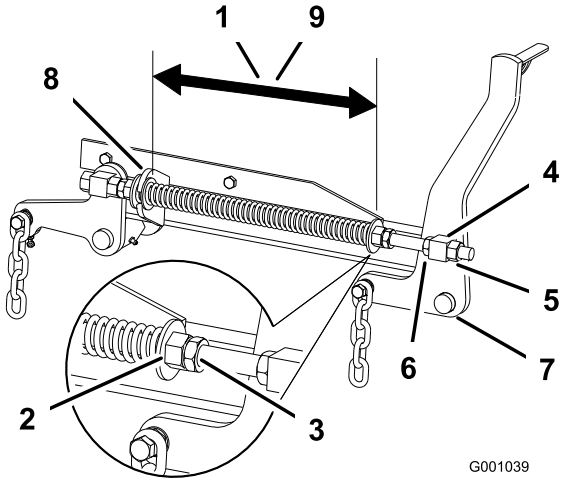

Figur 74
2. Kontrollera avståndet mellan de två stora brickorna. Det måste vara 28,2 cm för klippdäck på 52 tum och 26,7 cm för klippdäck på 60 tum (Figur 74).
3. Justera det här avståndet genom att lossa fjäderkontramuttern och vrida muttern framför respektive fjäder (Figur 74). Vrid muttern medsols
4. Lås muttern på plats genom att dra åt fjäderkontramuttern (Figur 74).